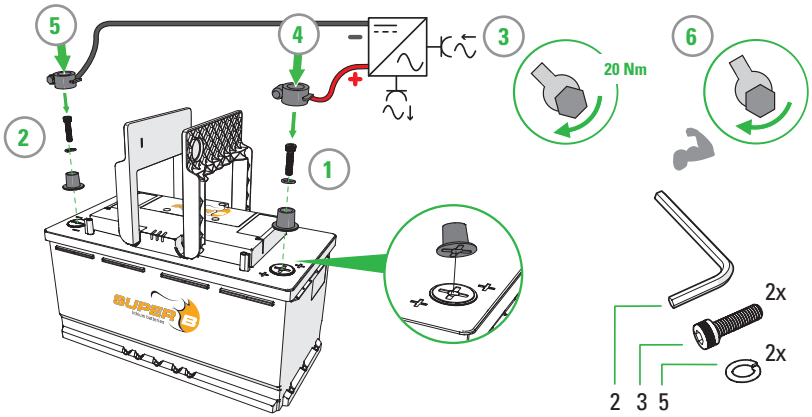

Abbildung 4. Anschluss von Stromkabeln mit Kfz-Polklemmen
1. Schließen Sie die Last oder das Ladegerät an den X2 Pluspol der Lithium-Ionen-Batterie an. (Abbildung 4)
2. Schließen Sie die Last oder das Ladegerät an den X1 Minuspol der Lithium-Ionen-Batterie an. (Abbildung 4)